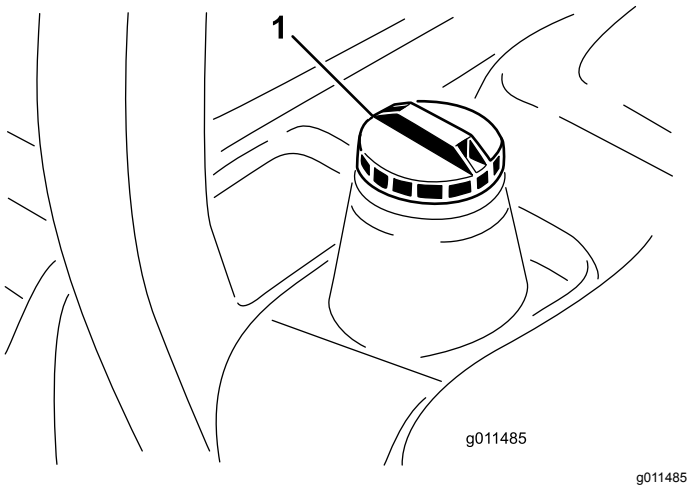

**Figuur 16**
3. Verwijder de dop van de brandstoftank (Figuur 16).